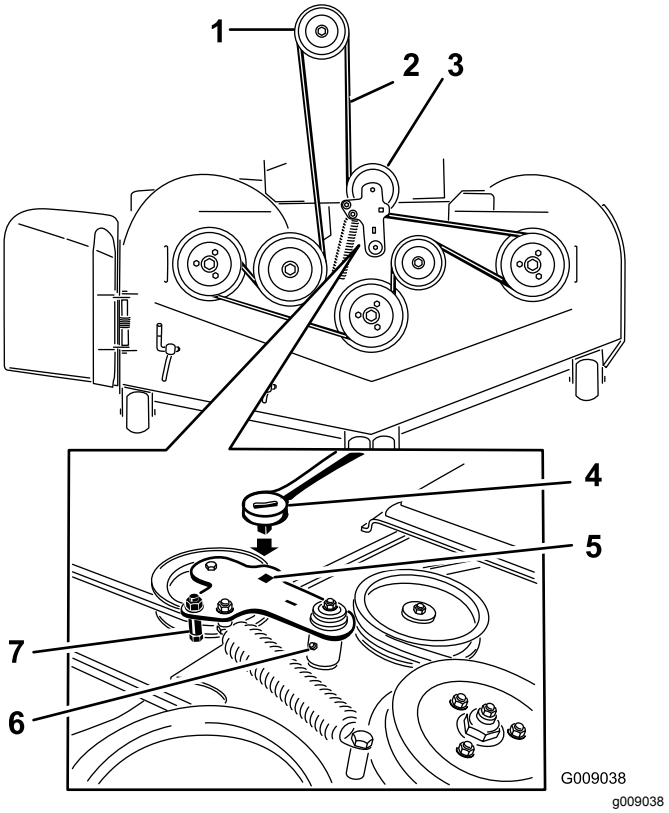

Figuur 106
5. Hef het vloerdeel op en steek een momentsleutel in de vierkante opening in de spanpoelie (Figuur 106).
6. Draai de spanpoelie van het maaidek rechtsom en verwijder de aandrijfriem van het maaidek (Figuur 106).